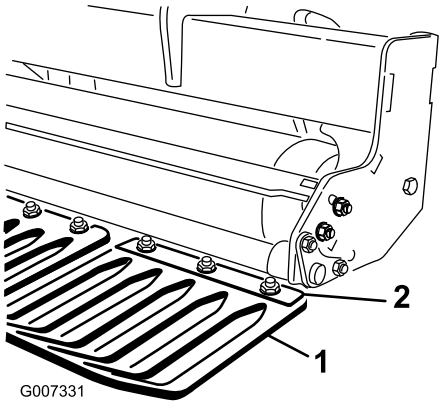

Figur 14
1. Løsne på mutrene som fester skyddklemmene til verktøystangen (Figur 14).